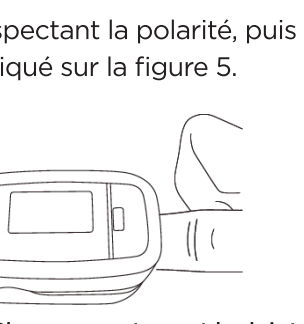

Figure 5. Placer correctement le doigt
1. Le doigt doit être correctement placé (cf. illustration proposée en figure 5 du présent manuel). À défaut, la mesure pourrait être imprécise.
7.2 Ouvrir la pince comme indiqué sur la figure 5.